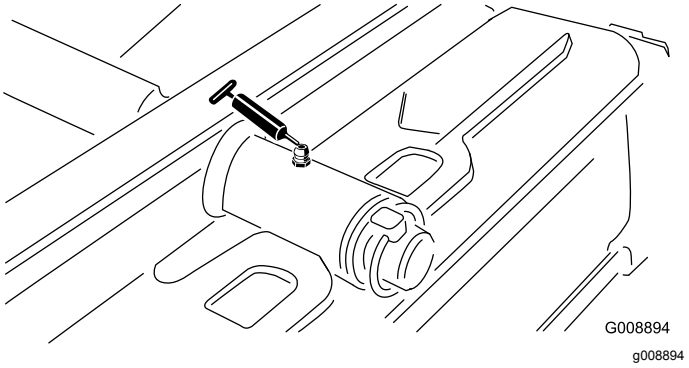

Figura 32
- Perno dell'apparato di taglio posteriore (Figura 32)